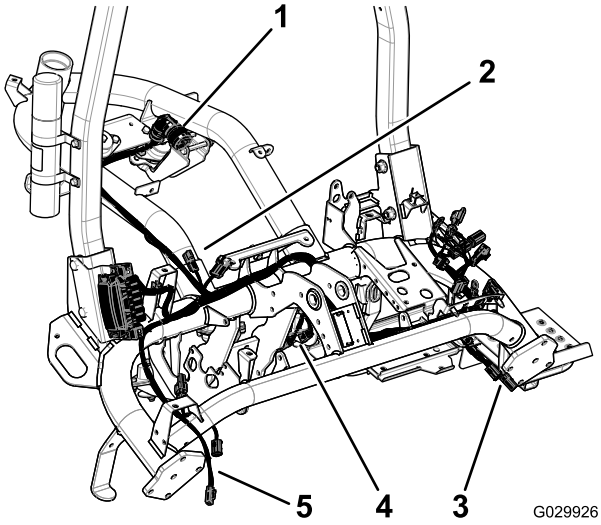

Рисунок 8
10. Подсоедините соответствующие клеммы к двигателям барабанов (Рисунок 8).